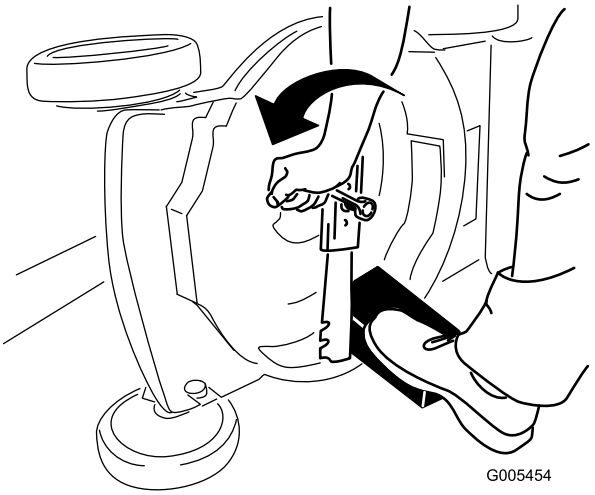

Figur 34
3. Håll kniven stilla med hjälp av en träkloss (Figur 34).
4. Ta bort kniven och spara alla monteringsdelar (Figur 34).